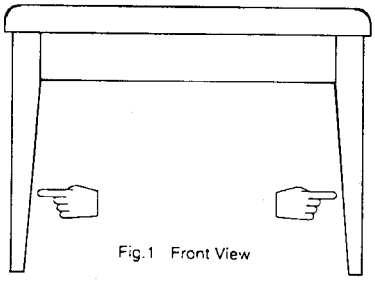

Fig.1 Front View
1) slope as shown in Fig. 1 when viewed at the front; and